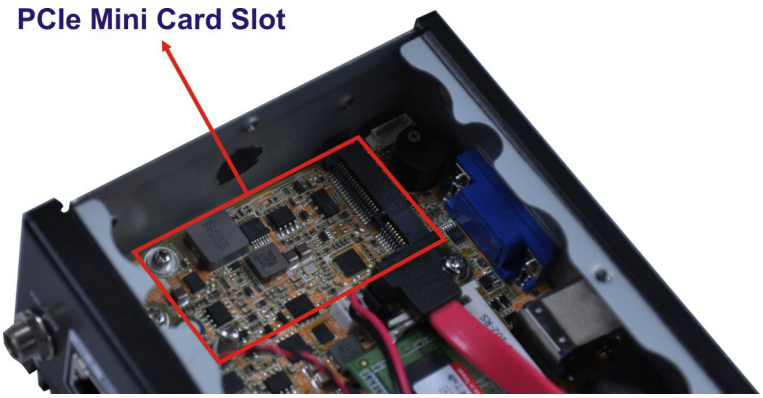

Figure 3-6: PCIe Mini Slot Location
Step 3: **Locate the PCIe Mini slot (Figure 3-6)**.